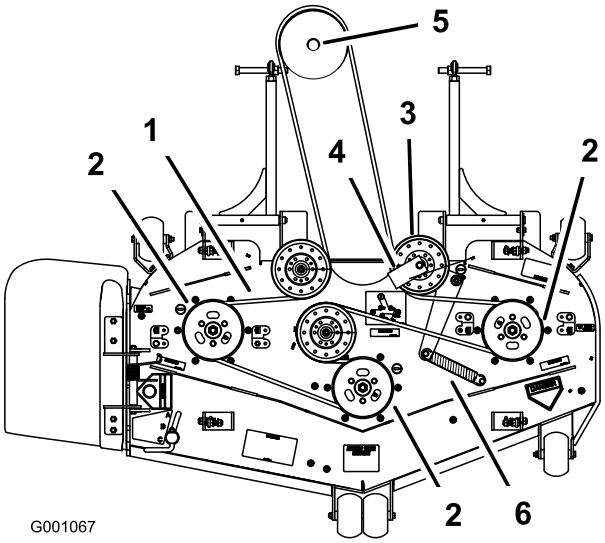

Figur 56
6. Montera en ny rem runt klipparremsskivorna och växellådsskivan under motorn (Figur 56).
7. Montera fjädern på remskivearmen (Figur 56).
8. Montera remstyrningen på den fjäderbelastade remskivan med 45 graders vinkel i enlighet med Figur 56.